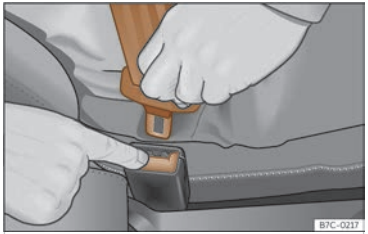

Fig. 22 Release the seat belt's latch plate.
- Press the red button on the buckle ››› **Fig. 22**. The latch plate is released from the buckle.